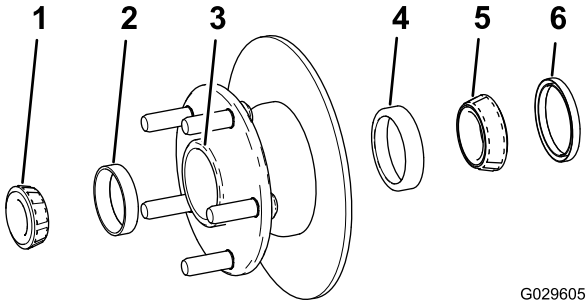

Figur 34
1. Fjern det udvendige leje og lejeløberingen fra navet (Figur 34).
2. Fjern forseglingen, det indvendige leje og lejeløberingen fra navet (Figur 34).
5. Rengør navets fordybning for alt smøremiddel, snavs og tilsmudsning (Figur 34).
7. Monter de indvendige og udvendige lejeløberinge i navet (Figur 34).
8. Fyld navets fordybning 50 til 80 % med det anførte smøremiddel (Figur 34).
9. Monter det indvendige leje på lejeløberingen på den indvendige side af navet, og monter forseglingen (Figur 34).